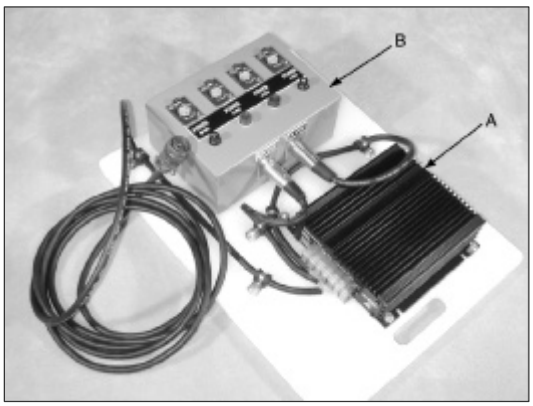

Fig. B.5.1a. Gator Photo “Breadboard” Power Distribution Board
B.5.1 Gator Photo 28 / 12 "Breadboard" (Fig. B.5.1a)